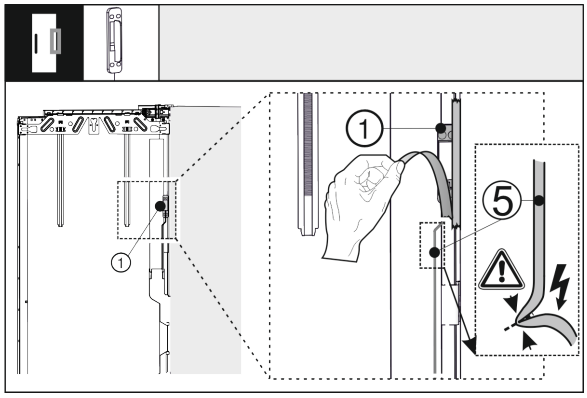

Fig. 40
▶ Detașați senzorul pentru ciocănit *Fig. 40 (1)* de ușa exterioară. Nu deteriorați cablul de legătură *Fig. 40 (5)*.